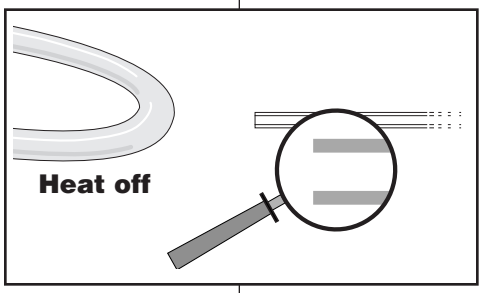

Figure 8a – *Untreated tip*
c. Place the pipette to be polished in the acrylic pipette holder. Adjust the microscope stage until the pipette is in position with sufficient distance to account for filament expansion (**Fig. 8a**).